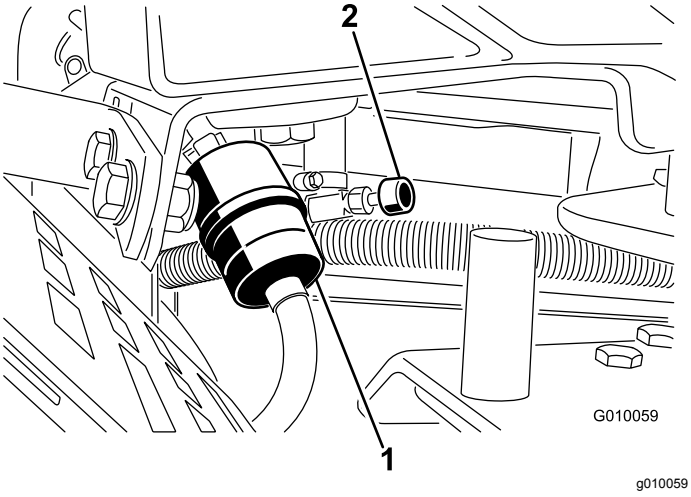

Figuur 52
2. Sluit de brandstofklep (Figuur 52).
3. Druk de uiteinden van de slangklemmen naar elkaar toe en schuif ze weg van het filter (Figuur 52).
5. Monteer een nieuw filter en schuif de slangklemmen terug tot dicht bij het filter (Figuur 52).
7. Open de brandstofafsluitklep (Figuur 52).
3. Maak de slangklem op het brandstoffilter los en schuif deze over de brandstofslang weg van het brandstoffilter (Figuur 52).
4. Trek de brandstofslang van het brandstoffilter (Figuur 52). Open de brandstofafsluitklep en laat de benzine in een benzinevat of een opvangbak lopen.
5. Plaats de brandstofslang op het filter. Schuif de slangklem dicht op het filter om de brandstofslang vast te zetten (Figuur 52).